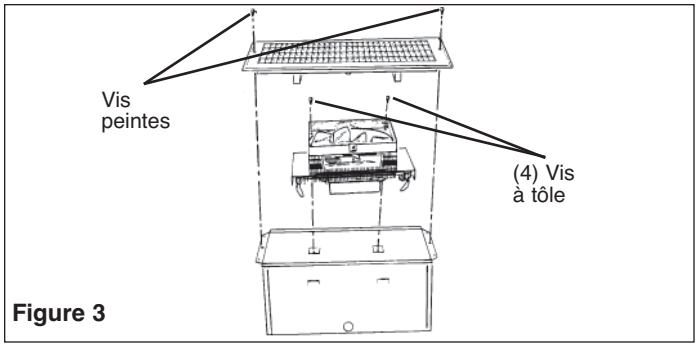

Figure 3
Glisser le radiateur partiellement dans le boîtier pour que la prise puisse être insérée dans la prise du couvercle de boîtier de jonction. Après avoir complètement inséré la prise, pousser le radiateur en place et bloquer avec les deux vis fournies. (Voir la figure 3).
2. Placer la grille sur le boîtier et la bloquer avec les deux vis peintes fournies conformément à la figure 3. (Voir l'avertissement nº 7).